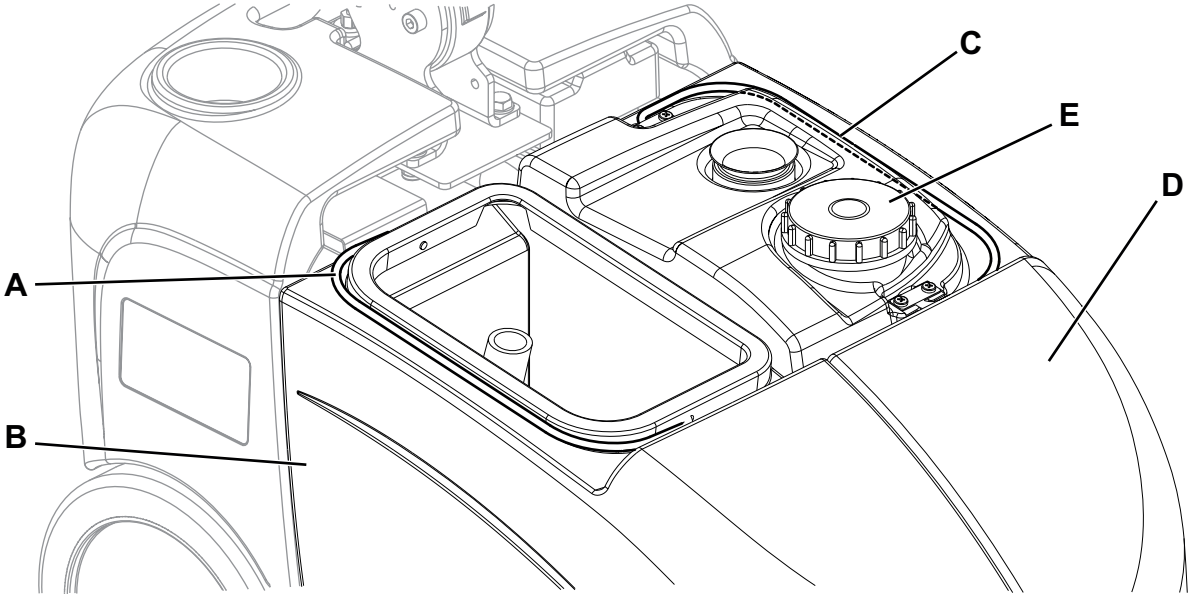

Afbeelding 3
1. Controleer of de programmahendel (31) in stand '0' staat.
3. Verwijder de transparante afdekking (24).
4. Pak de handgreep (A, Afb. 3) vast en zet de vuilwatertank (B) omhoog.
8. Pak de handgreep (C, Afb. 3) vast en zet de tank met reinigingsoplossing (D) omhoog.
9. Open de kraan (E) en leeg de tank met reinigingsoplossing. Vul het reservoir na de werkzaamheden met schoon water.